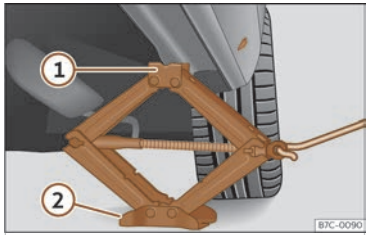

**Fig. 213** Crossbar: mounting the jack on the vehicle.
- Turn the jack crank handle, located below the crossbar support point, to raise it until the tab ① ››› **Fig. 213** is below the housing that is provided.
- Align the jack so that the tab ① "grips" onto the housing provided on the cross member and the mobile base ② is resting on the ground. The base plate ② should fall vertically with respect to the support point ①.